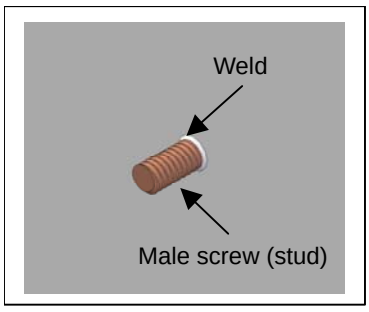
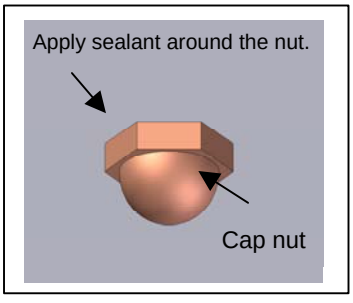

Fig .4 Welding male screw
Fig. 5 Using cap nut
1) Avoid making holes in cabinet wall panels as far as possible; for example, weld male screws (studs) to cabinet wall panels and use nuts with them (Fig. 4). Using cap nuts and applying sealant around them is also effective (Fig 5). When using cap nuts, give consideration to the length of screws used with the cap nuts.
2) For the top panel in particular, be sure to observe item 1), because extraneous materials, such as cutting fluid, can easily get on the panel.